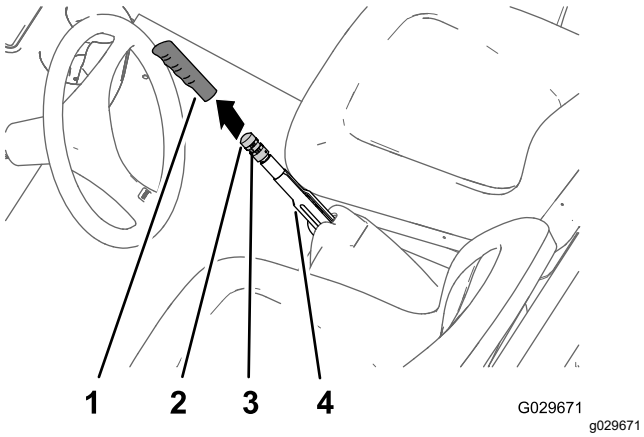

Figur 63
1. Fjern grebet fra parkeringsbremsehåndtaget (Figur 63).
2. Løsn sætskruen, der fastgør bremsejusteringsgrebet til parkeringsbremsehåndtaget (Figur 63).
3. Drej bremsejusteringsgrebet, indtil du når en kraft på 133 til 156 N, for at aktivere parkeringsbremsehåndtaget (Figur 63).
4. Stram sætskruen og monter håndgrebet (Figur 63).
2. Løsn sætskruen (Figur 63), der fastgør bremsejusteringsgrebet til parkeringsbremsehåndtaget, deaktiver parkeringsbremsen, og løsn bremsejusteringsgrebet.
5. Drej bremsejusteringsgrebet (Figur 63), indtil du når en kraft på 133 til 156 N, for at aktivere parkeringsbremsehåndtaget.
C. Drej bremsejusteringsgrebet (Figur 63), indtil du når en kraft på 133 til 156 N, for at aktivere parkeringsbremsehåndtaget.
- Stram sætskruen, og monter grebet (Figur 63).